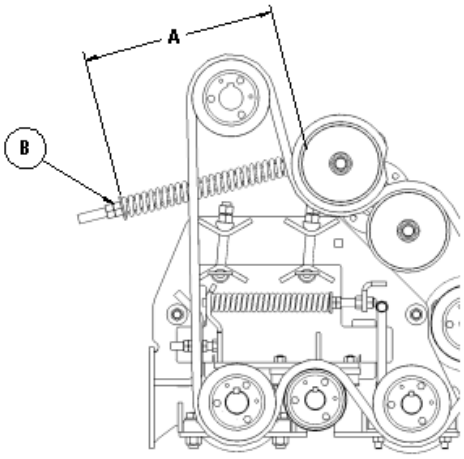

Figure 7-22: Front Drive Belt Adjustments
3. Adjust the nut (B), shown in Figure 7-22, until spring length (A) is 13.5 inches (34cm).
4. Lock double nuts (B).
2. Loosen nut (B), shown in Figure 7-22, until the belt is loose.
4. Tighten nut (B) until spring length (A) is 13.5 inches (34 cm).
5. Lock double nuts (B) and check the alignment of the sheaves.